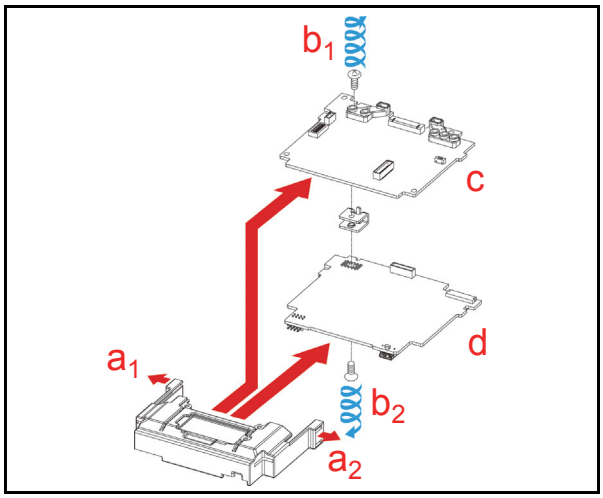

Figure 4-15 Validation CPU Board and Control CPU Board Removal
3. Carefully spread both sides of the PCB Support apart (See Figure 4-15 a_1 & a_2) and slide the Validation CPU Board (See Figure 4-15 d) and the Controller CPU Board (See Figure 4-15 c) off of the CPU Board Module.
4. Remove two (2) mounting Screws (See Figure 4-15 b_1 & b_2), and separate the Validation CPU Board and the Controller CPU Board from one another if they exist separately.